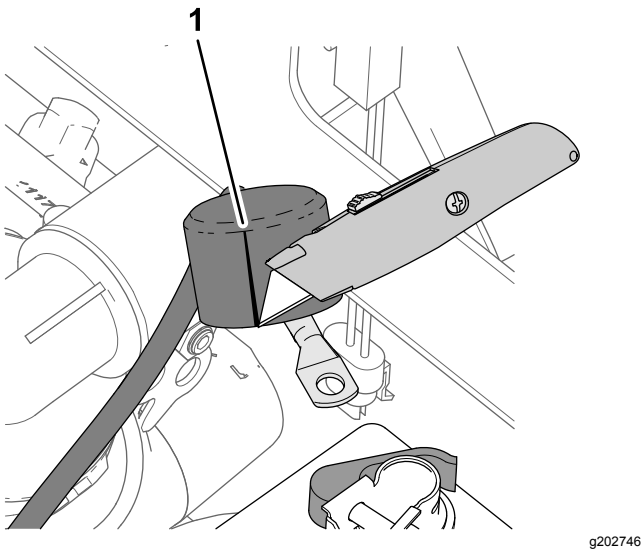

Figur 212
1. Skær isolatordækslet på batteriets pluskabel til starteren op som vist i Figur 212.